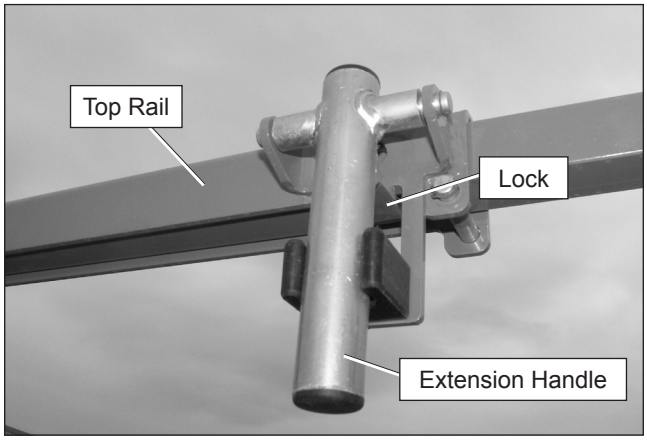

Figure 9.3 – Platform Extension Handle
2. While facing the front of the platform, grasp the platform extension handles, raise them and push the extension deck forward to extend the deck. Fully lower the handles at the mid or front position and ensure they are locked in their lowered position (refer to Figure 9.3).
2. While facing the front of the platform, grasp the platform extension handles, raise them and pull the extension deck backward to retract the deck. Fully lower the handles at the stowed position and ensure they are locked in the lowered position (refer to Figure 9.3).